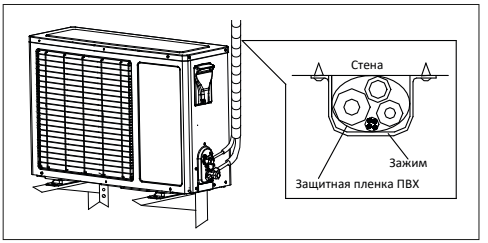

Рисунок 12
- Закрепите трубы на стене с помощью специальных скоб (рис. 12).